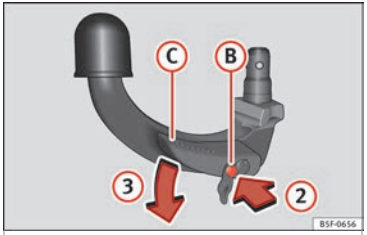

Fig. 180 Step 2.
- Press the release bolt B in the direction of arrow 2, and at the same time press lever C in the direction of arrow 3 as far as it will go ››› Fig. 180.